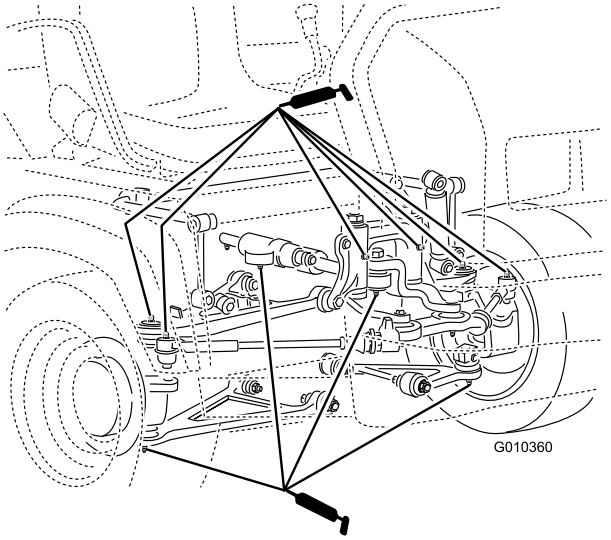

Figuur 36
- Kogelverbindingen (4), trekstangen (2), bevestigingsbeugel (2) en stuurcilinder (2) (Figuur 36)